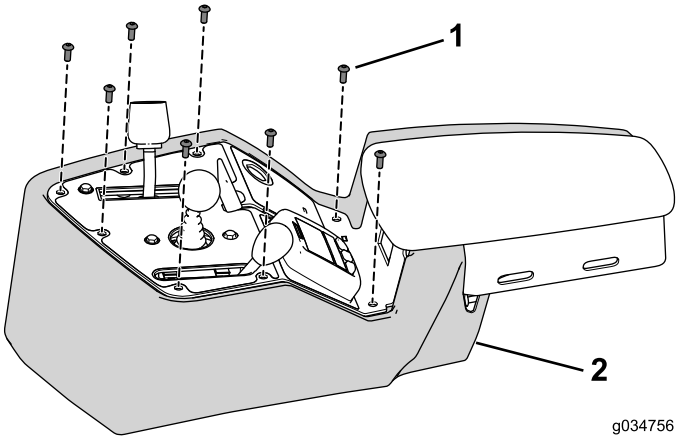

Figur 31
1. Brug de 8 bolte, du fjernede tidligere, til at fastgøre konsoldækslet til konsollen (Figur 31).